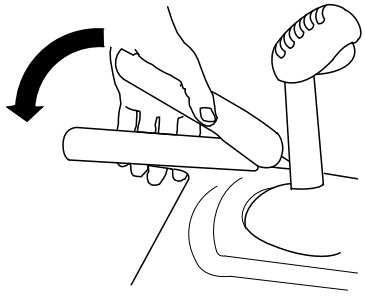

Rysunek 5
3. Przyciśnij lewą dźwignię (trakcji) do uchwytu (Rysunek 5).
6. Przyciśnij lewą dźwignię (trakcji) do uchwytu (Rysunek 5).